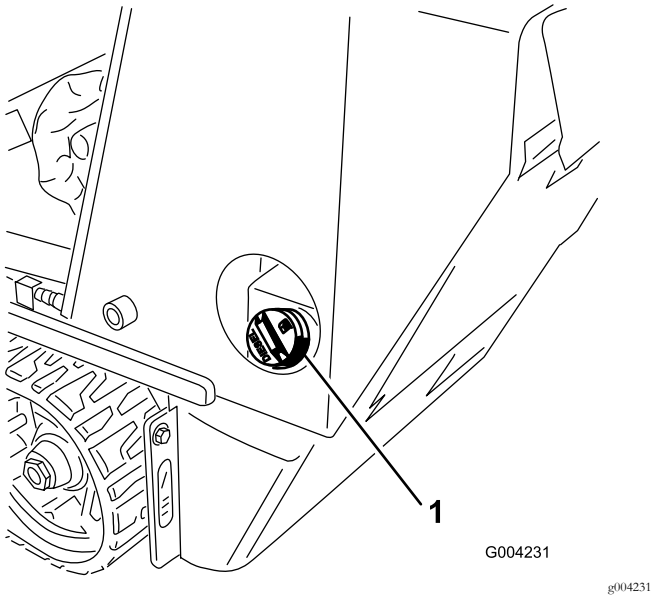

**Rysunek 16**
1. Odkręć korek zbiornika paliwa (Rysunek 16).